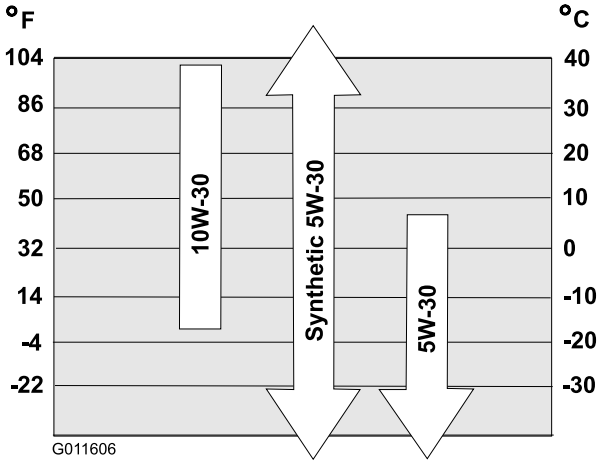

**Rysunek 14**
Wykorzystaj Rysunek 14, aby wybrać najlepszą lepkość oleju dla spodziewanego zakresu temperatur na zewnątrz:
**Informacja:** Napełniaj olejem skrzynię korbową silnika do momentu uzyskania prawidłowego poziomu oleju na wskaźniku, jak pokazuje Rysunek 14. Jeśli wlejesz zbyt dużo oleju do silnika, usuń nadmiar zgodnie z opisem w punkcie Wymiana oleju silnikowego.